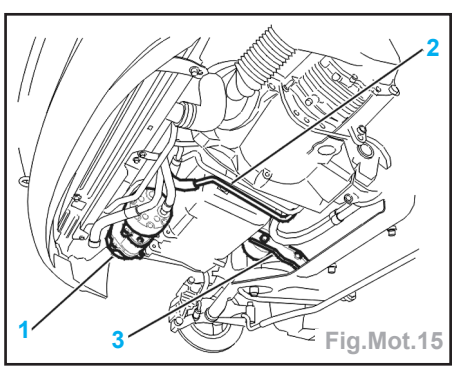

Fig.Mot.15
- Sans débrancher les canalisations, écarter et brider le compresseur de climatisation (1) (Fig.Mot.15).